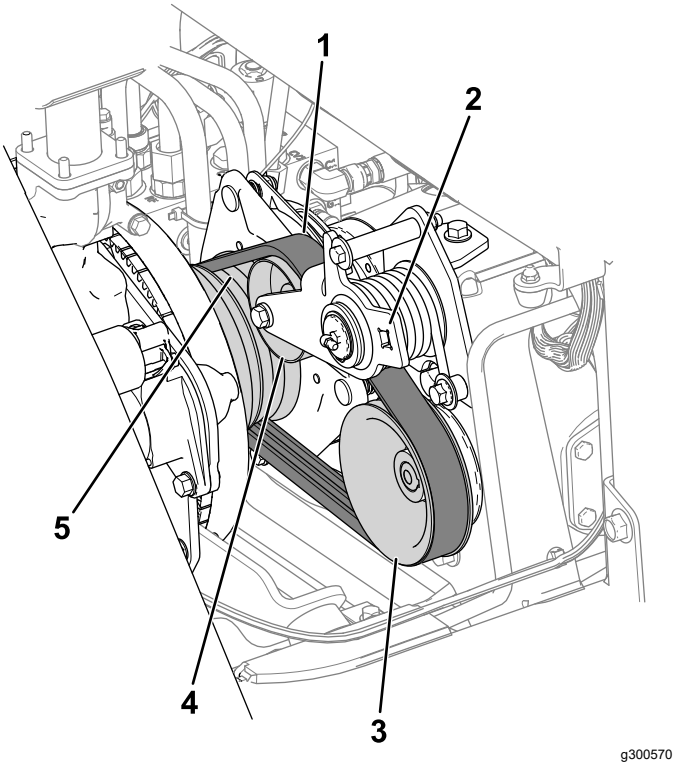

Figura 78
3. Fate passare la cinghia sulla puleggia del motore, la puleggia tendicinghia e la puleggia della pompa (Figura 78).